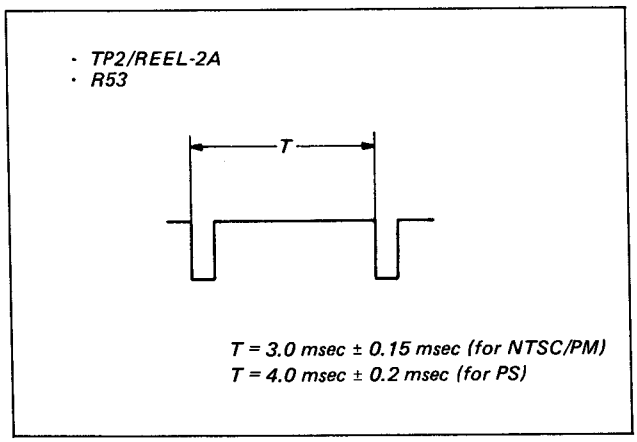

Fig. 6-18. Search speed adjustment
3. Thread tape, run in F.FWD to middle of the tape. Put machine in 10 FOLD REV SEARCH mode. Check to see that the waveform at 17A/REEL-2A Board satisfies the specification shown in Fig. 6-18. If not, adjust ◐ RV4.